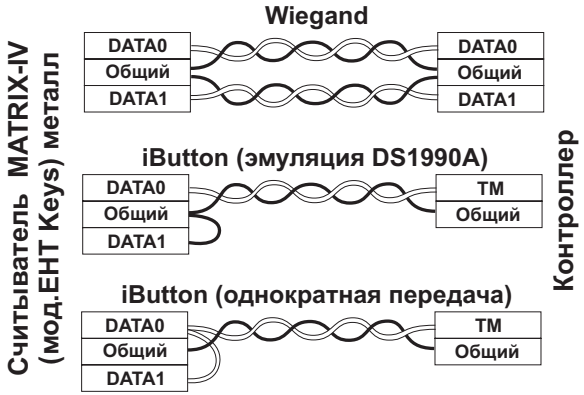

Рис.2 *Выбор протокола передачи*
- для выбора протокола передачи данных в контроллер соедините провода DATA0 и DATA1 в соответствии с рис.2;
- при подключении по Weigand первая витая пара подключается между GND и DATA0, а вторая витая пара подключается между GND и DATA1 (рис.2).